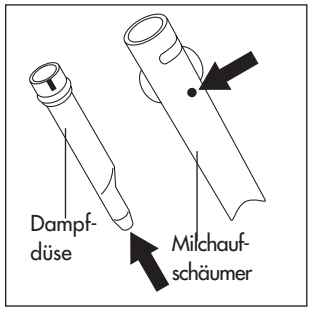

Abb.27
- Kontrollieren, dass die beiden in Abb. 27 durch die Pfeile angezeigten Löcher nicht verstopft sind. Gegebenenfalls mit einer Nadel durchstechen und säubern.